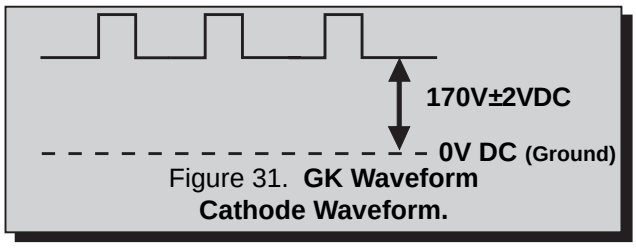

Figure 31. **GK Waveform Cathode Waveform.**
6. Connect scope to GRN Cathode (KG) on CRT-Board
9. View scope trace at Horizontal rate and adjust Serviceman Mode “**CUT G”** DAC for the scanning period to be **170 ± 2V** above DC ground (See Fig. 31.)